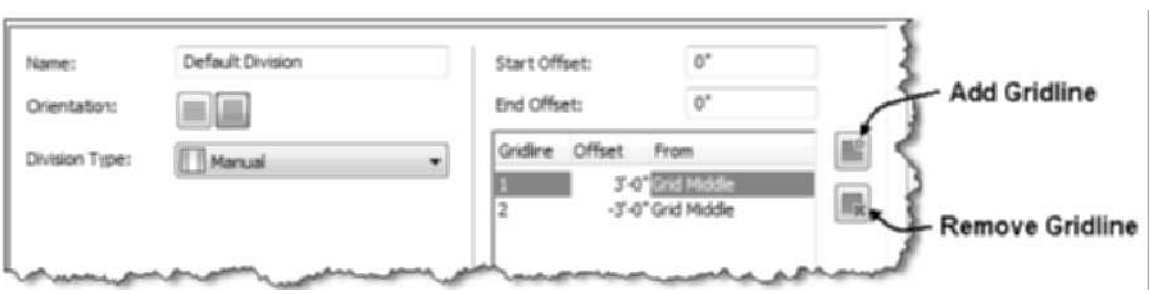

FIGURE 6.10 *Specifying a Manual division type*
9. Choose the Division Type flyout to specify Manual. Click Add Gridline as shown in Figure 6.10 to create gridline. Edit the Offset value to **3'-0" [900]** and From to **Grid Middle** as shown in Figure 6.10. Click Add Gridline, and edit the Offset value to -3'-0" [-900] and From to Grid Middle. Choose the Viewer button in the lower-left corner to view the manual door/window assembly.